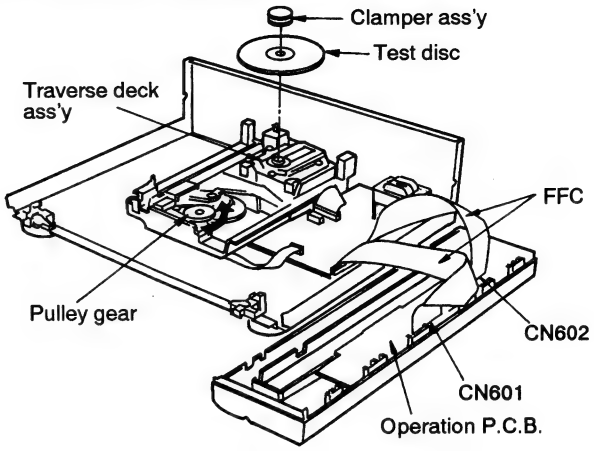

Fig. 2
7. Remove the 7 screws(❶~❼).
11. Connect the 2 FFC (CN601, CN602) as shown in Fig. 2.